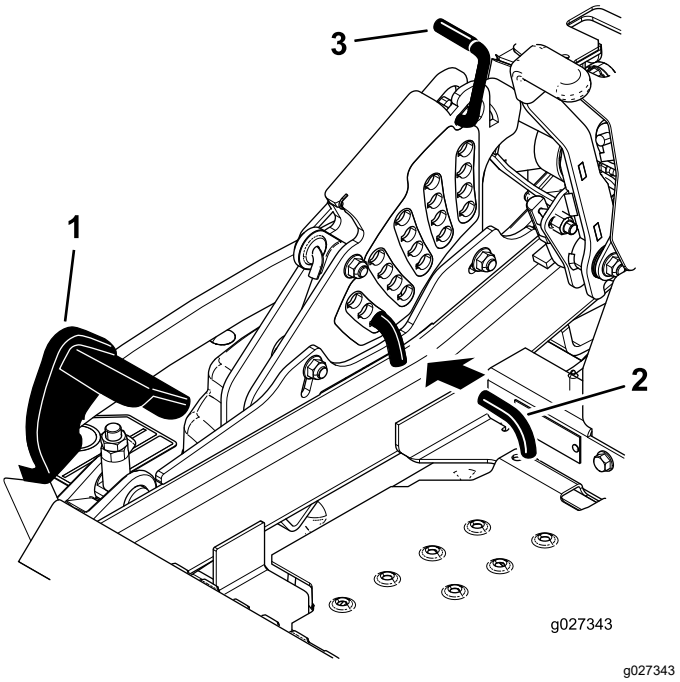

Figur 29
2. Trykk på løftepedalen for klippeenheten for å heve denne til transportstillingen (samme som klippehøydestilling 140 mm) som vist i Figur 29.
3. Drei pinnen 90 grader og ta den ut av klippehøydebraketten for å justere klippehøyden (Figur 29).
4. Velg det hullet i klippehøydebraketten som svarer til ønsket klippehøyde, og sett inn pinnen (Figur 29).